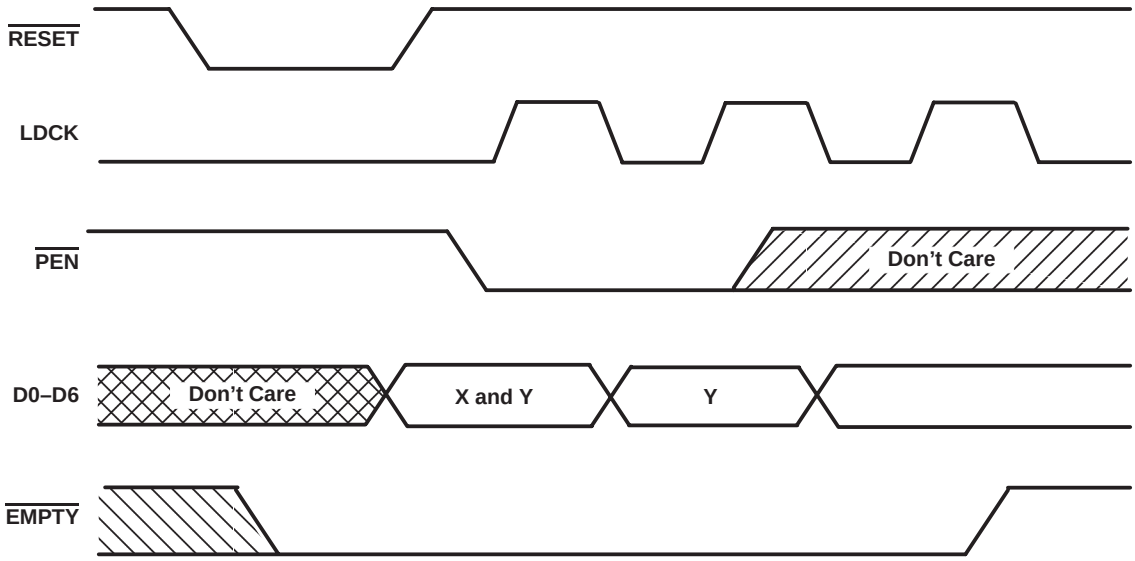

Figure 1. Programming X and Y Separately
To program the offset values, $\overline{PEN}$ can be brought low after reset only when LDCK is low. On the following low-to-high transition of LDCK, the binary value on D0–D6 is stored as the almost-empty offset value (X) and the almost-full offset value (Y). Holding $\overline{PEN}$ low for another low-to-high transition of LDCK reprograms Y to the binary value on D0–D6 at the time of the second LDCK low-to-high transition. Writes to the FIFO memory are disabled while the offsets are programmed. A maximum value of 127 can be programmed for either X or Y (see Figure 1). To use the default values of X = Y = 32, $\overline{PEN}$ must be held high.
timing requirements over recommended operating conditions (see Figures 1 through 3)